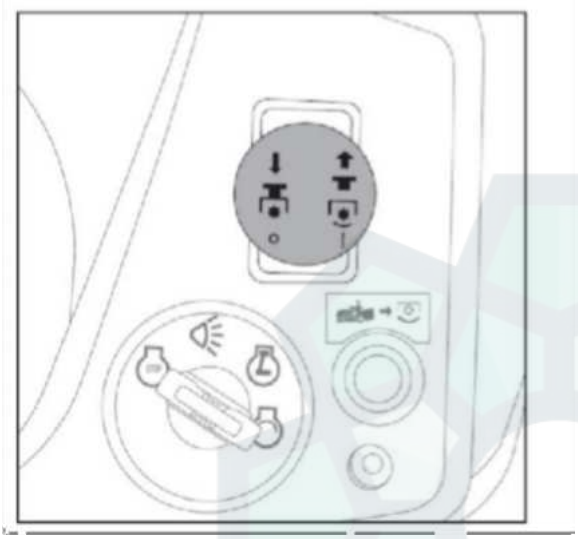

Рис. 20
3. Чтобы отключить ножи, опустите рычаг вкл/выкл ножей вниз в положение OFF «ВЫКЛ.» (Рис. 20).